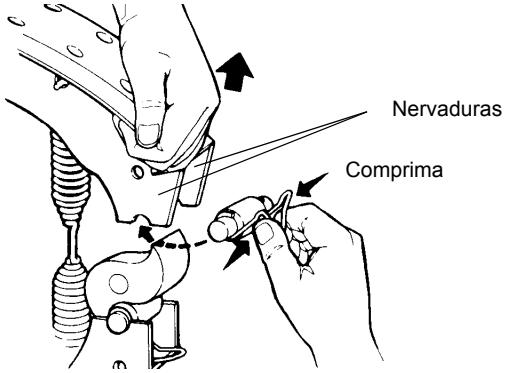

FIGURA 8-48
3. Aleje cada zapata de la leva para permitir que haya suficiente espacio para instalar los retenedores y los rodillos de leva. Presione las lengüetas del retenedor juntas para permitir que el retenedor se ajuste entre las nervaduras de la zapata de frenos (vea la Figura 8-48).